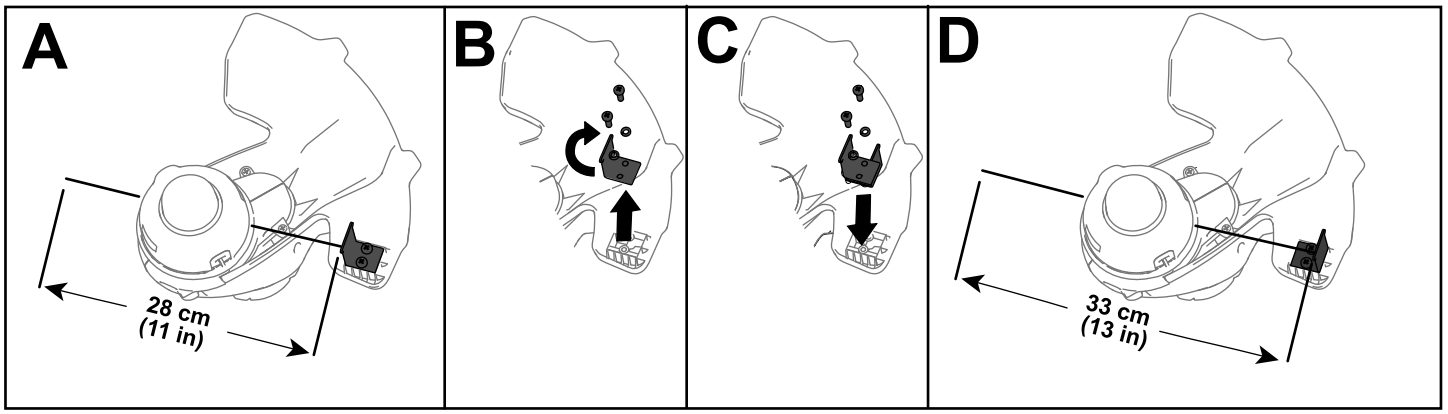

Figura 15
La desbrozadora viene de fábrica con una anchura de corte de 28 cm (11"), como se muestra en la Figura 15, A. Consulte las siguientes instrucciones para ajustar la anchura de corte a 33 cm (13"), como se muestra en la Figura 15, D.
1. Retire la pletina de anchura de corte del protector retirando los 2 tornillos y las 2 arandelas de freno que la sujetan (Figura 15, B), y gire la pletina de anchura de corte 180°.
2. Instale la pletina de anchura de corte girada en el protector usando los 2 tornillos y las 2 arandelas de freno que retiró anteriormente (Figura 15, C).